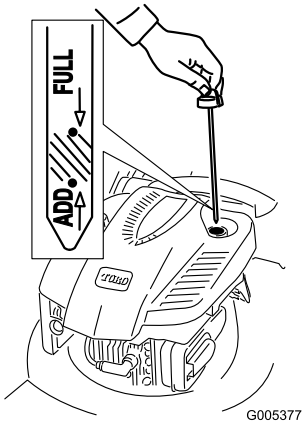

Figur 8
1. Fjern peilestaven (Figur 8).
2. Hell olje **sakte** inn i oljepåfyllingsrøret til oljenivået når **Full**-merket på peilestaven (Figur 8). **Fyll ikke på for mye.** (Maks. påfyll: 0,59 l, type: SAE 30 rensende bilolje med API-serviceklassifisering SF, SG, SH, SJ, SL eller høyere.)